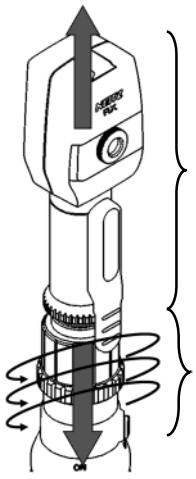

Fig. 4.2
(1) Holding the Head Tip in one hand and the Head Base in the other, turn the Head Base counter-clockwise to detach from the Head Tip (see Fig. 4.2).
(2) Remove the Lightbulb from the Head Base by turning counter-clockwise.
(3) Check the Lightbulb, and if the filament has blown out, replace with a new bulb.